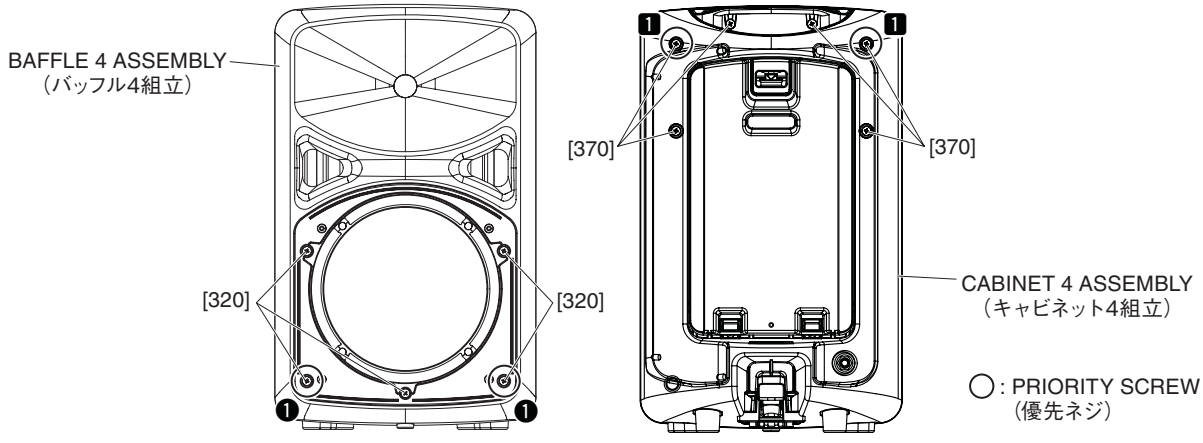
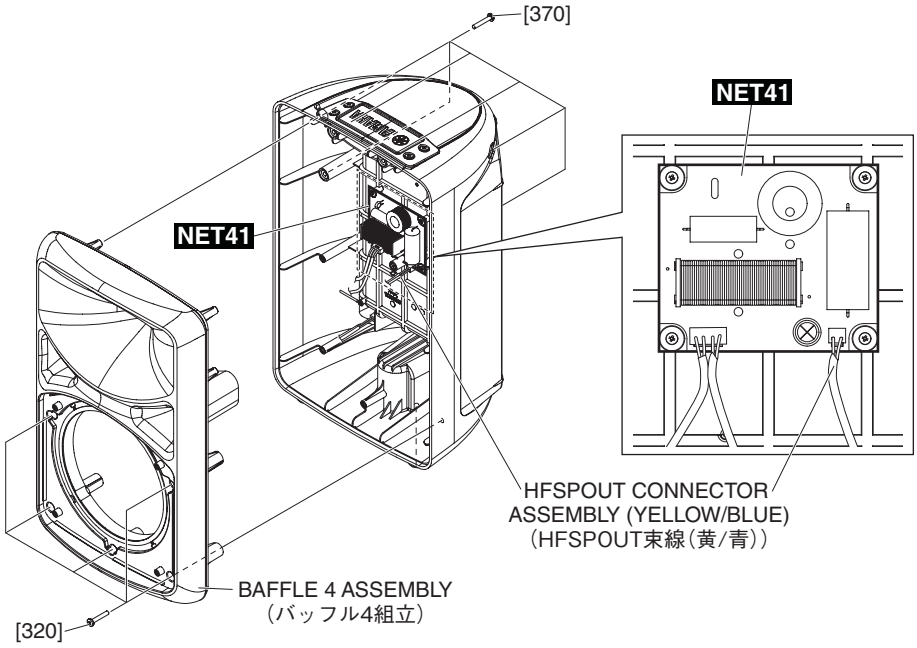

Fig. A-4（図A-4）
Fig. A-5（図A-5）
A-3-3 Remove the five (5) screws marked [320] and six (6) screws marked [370]. The baffle 4 assembly can then be removed. (Fig. A-4, Fig. A-5)
* ***When installing the baffle 4 assembly, first tighten the two (2) priority screws each, as shown in Fig. A-4. (Fig. A-4)***
A-3-4 Disconnect the connectors of the HFSPOUT connector assembly (yellow/blue) from the NET41 circuit board. (Fig. A-5)
A-3-3 [320] のネジ 5 本と [370] のネジ 6 本を外して、バッフル 4 組立を外します。(図 A-4、図 A-5)
※ **バッフル 4 組立を取り付けるときは、図に示す優先ネジ各 2 本づつを先に締めてください。(図 A-4)**
A-3-4 NET41 シートから HFSPOUT 束線（黄／青）、のコネクターを外します。(図 A-5)